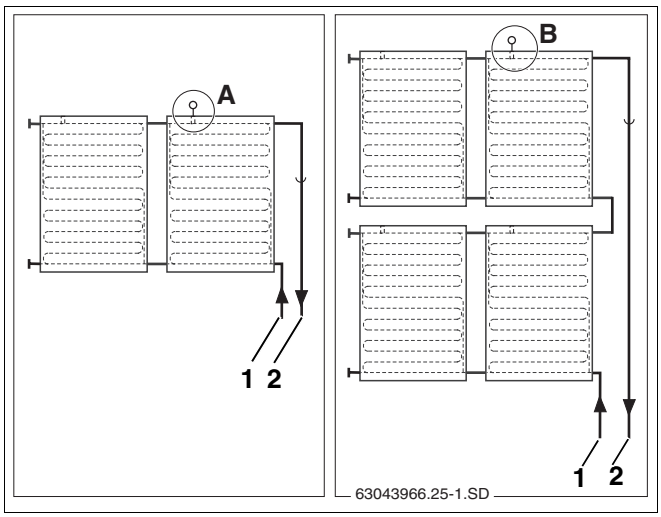

Abb. 50 Einbauort Kollektorfühler (schematische Darstellung)
Beachten Sie den Einbauort bei ein- bzw. zweireihigen Kollektorsystemen (Abb. 50).
Der Kollektorfühler muss im Kollektor mit der angeschlossenen Vorlaufleitung (Abb. 50, **Pos. 2**) montiert werden.
– Einbauort (Abb. 50, **Pos. A**) bei einreihigen Kollektorsystemen.
– Einbauort (Abb. 50, **Pos. B**) bei zweireihigen Kollektorsystemen.